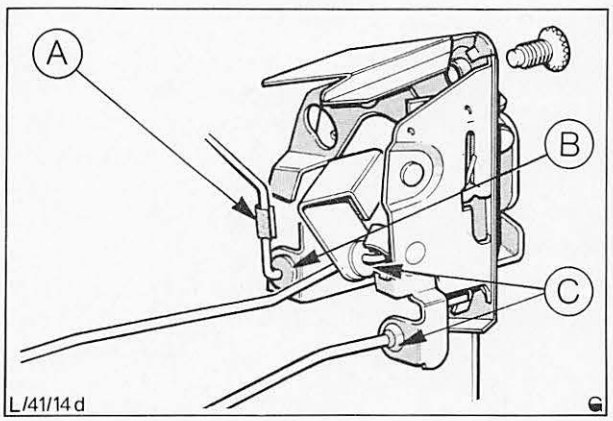

Abb. 46 Türschloß (hintere Tür)
3. Verbindungsstange aus der Führung am Türinnenblech aushängen, Halteklammer – Verbindungsstange am Türschloßhebel abdrücken und Verbindungsstange aus der weißen Büchse im Hebel aushängen, Abb. 46.
5. Schrauben – Türschloß (3) am Türblech entfernen und Türschloß komplett in den Türschacht drücken.